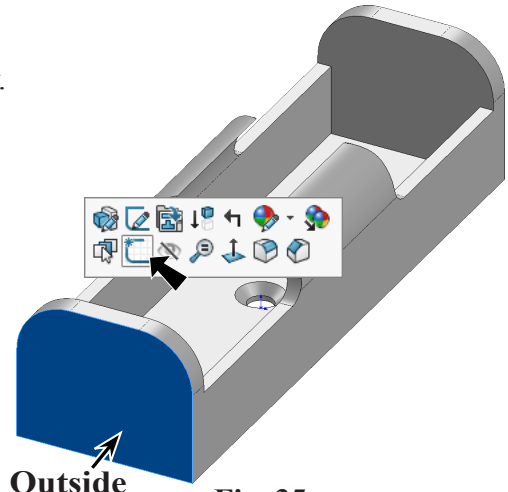

Fig. 35
Step 2. Click **outside front face of holder** and click **Sketch** on the context toolbar, **Fig. 35**.